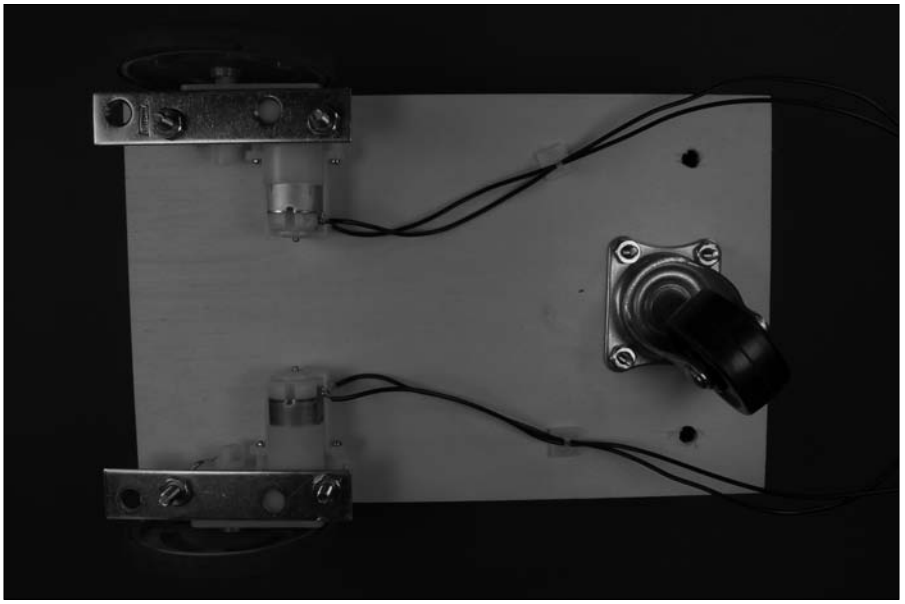

Figure 13-30: The bottom of the cart with castors and motors mounted.
5. **Attach the castor to the box with four 6-32 screws and nuts, as shown in Figure 13-30.**
6. **Attach the motors to the box with two 8-32 screws and nuts and one mending brace for each motor, as shown in Figures 13-30 and 13-31.**